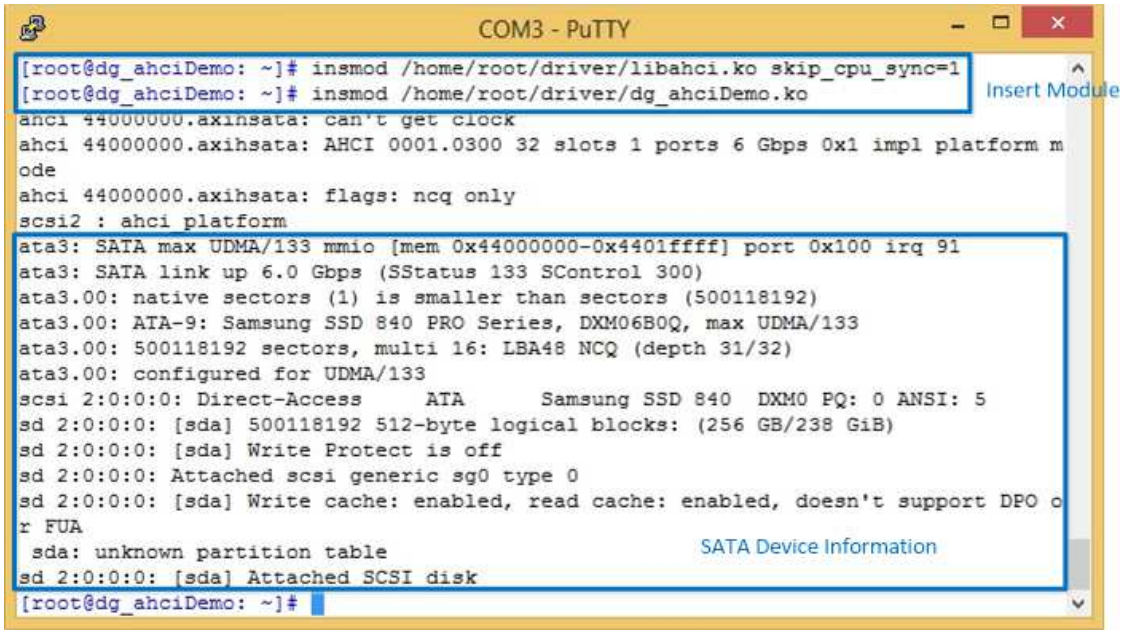

Figure 3-2 Insert module to linux kernel
3) After insert modules, disk information will be displayed, as shown in Figure 3-2. Now SATA device is ready to use.